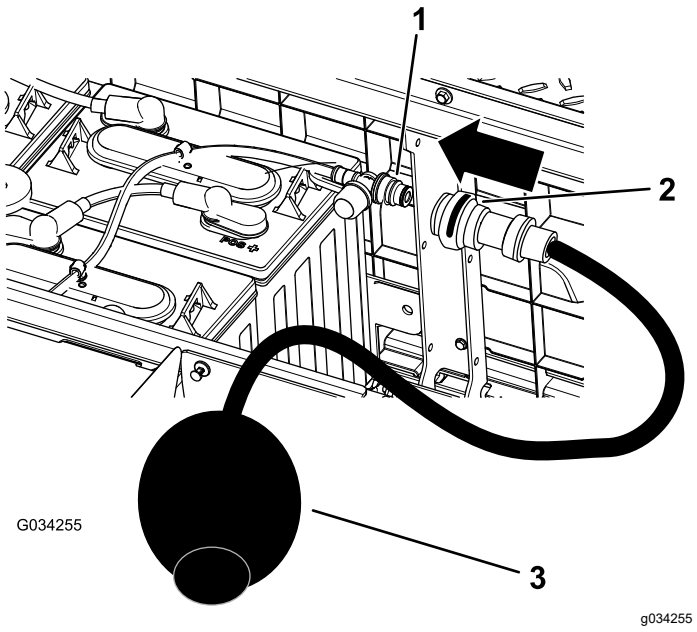

Figur 39
4. Anslut Toro-vattenhandpumpen till vattenpåfyllningsöppningen (Figur 39).